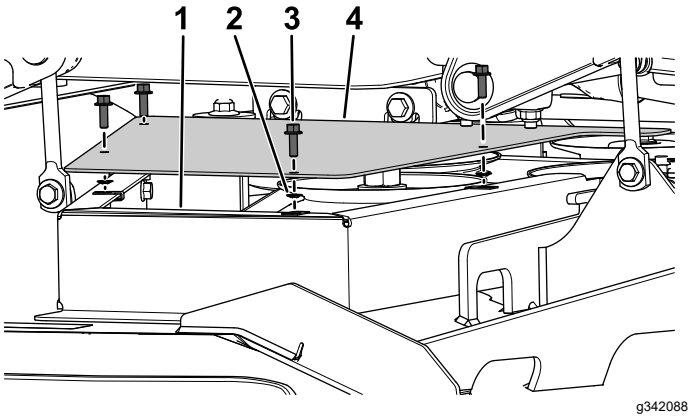

Figur 9
4. Fäst det vänstra remskiveskyddet på det vänstra remskivefästets skydd med fyra flänsskruvar (¼ x ¾ tum) och fyra tryckmuttrar (Figur 9).